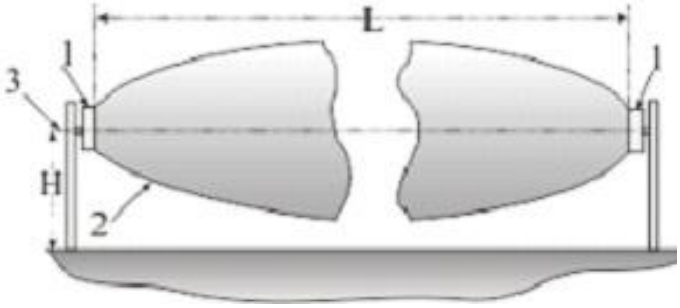
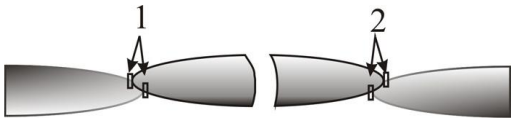

Рис. 4.1
Рис. 4.3
4.1.6 При наклонной ориентации блоков, ЗО «2» (рис. 4.1) имеет форму, усеченного поверхностью земли, эллипсоида вращения. При приближении к БПРД (БПРМ) ЗО «отрывается» от земли и, при необходимости обнаружения низко движущегося («на корточках») нарушителя, необходимо прикрыть образовавшиеся «проходы» с помощью смежных ЗО, как показано на рис. 4.3, 4.4 (вид сверху) и 4.5 (вид сбоку.